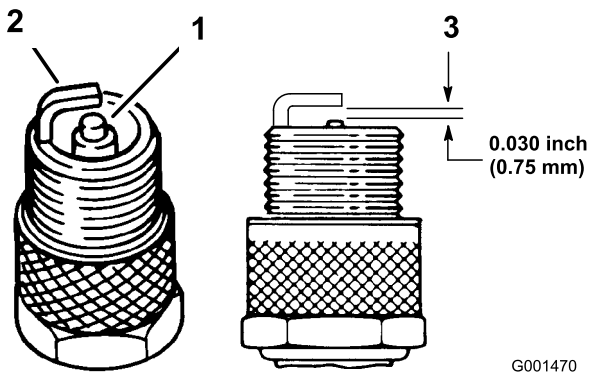

Figur 23
1. Se på midten av tennpluggene (Figur 23). Hvis du ser en lysebrun eller grå farge på isolatoren, fungerer
2. Sjekk avstanden mellom elektroden i midten og elektroden på siden (Figur 23). Bøy elektroden på siden (Figur 23) hvis avstanden er feil.
3. Koble ledningene til tennpluggene (Figur 23).